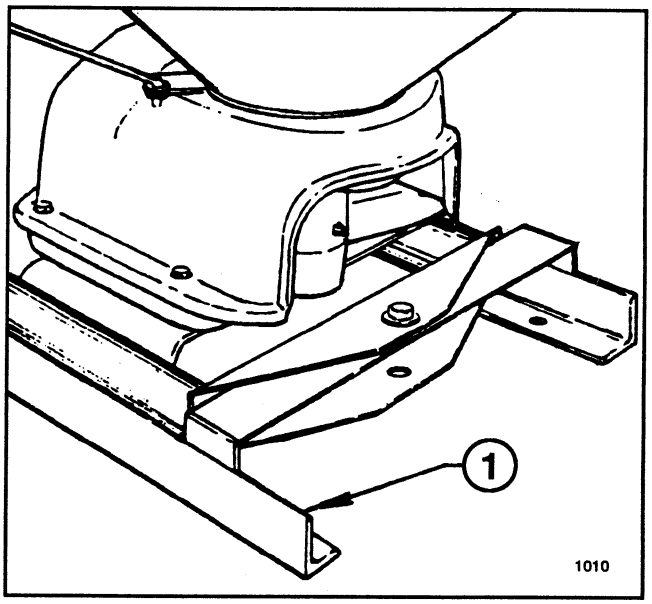

FIG. 2
4. Secure the rear of the Spreader Unit to the Spreader Frame Assembly with one 5/8 x 1-1/2" cap screws, washers and hex nut, as shown in FIG. 2. DO NOT TIGHTEN FASTENERS.